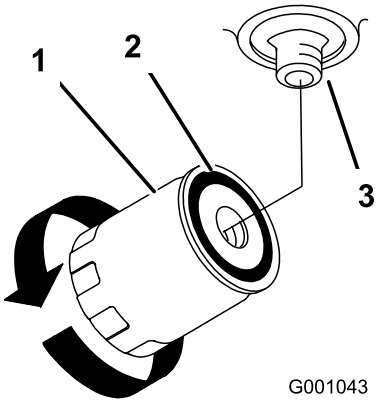

Figur 77
4. Påfør et tynt lag med hydraulisk væske på gummipakningen på det nye filteret (Figur 77).
7. Fyll på den hydrauliske tanken med hydraulisk olje til oljen flyter over filteret og drei deretter oljefilteret med klokken inntil gummipakningen er i kontakt med filteradapteren. Stram deretter til filteret med ytterligere 1/2 omdreining (Figur 77).